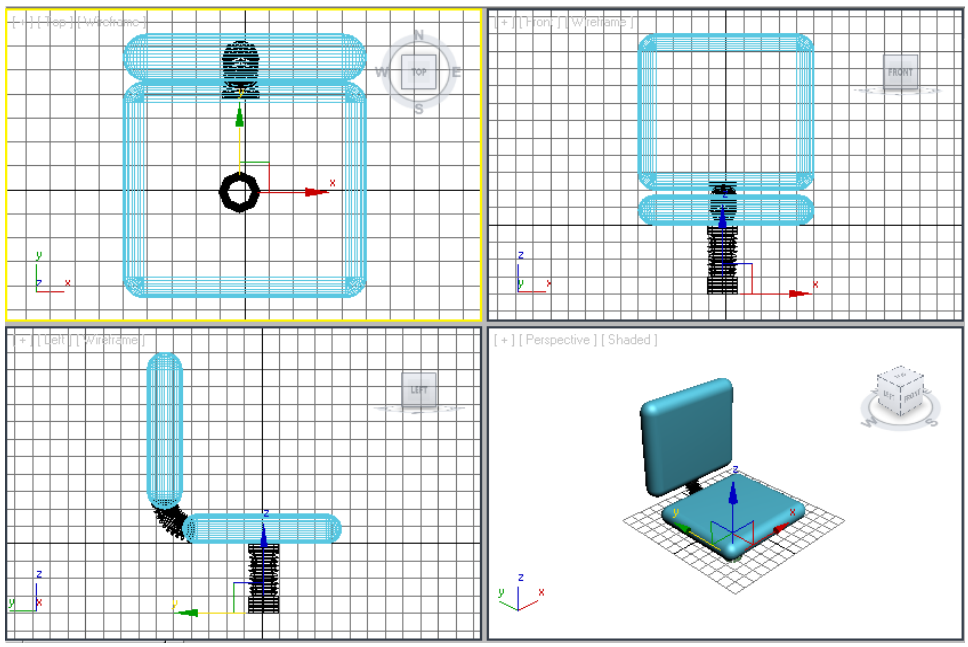

Figure 3-44 *Alignment of the leg support in all viewports*
4. Choose the **Select and Move** tool and align the *leg support* in all viewports, as shown in Figure 3-44.